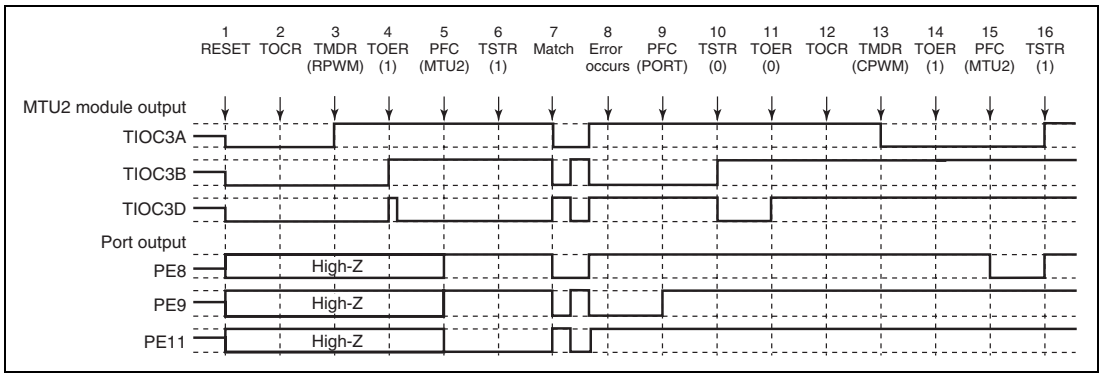

**Figure 10.165 Error Occurrence in Reset-Synchronized PWM Mode, Recovery in Complementary PWM Mode**
**Operation when Error Occurs during Reset-Synchronized PWM Mode Operation, and Operation is Restarted in Complementary PWM Mode:** Figure 10.165 shows an explanatory diagram of the case where an error occurs in reset-synchronized PWM mode and operation is restarted in complementary PWM mode after re-setting.